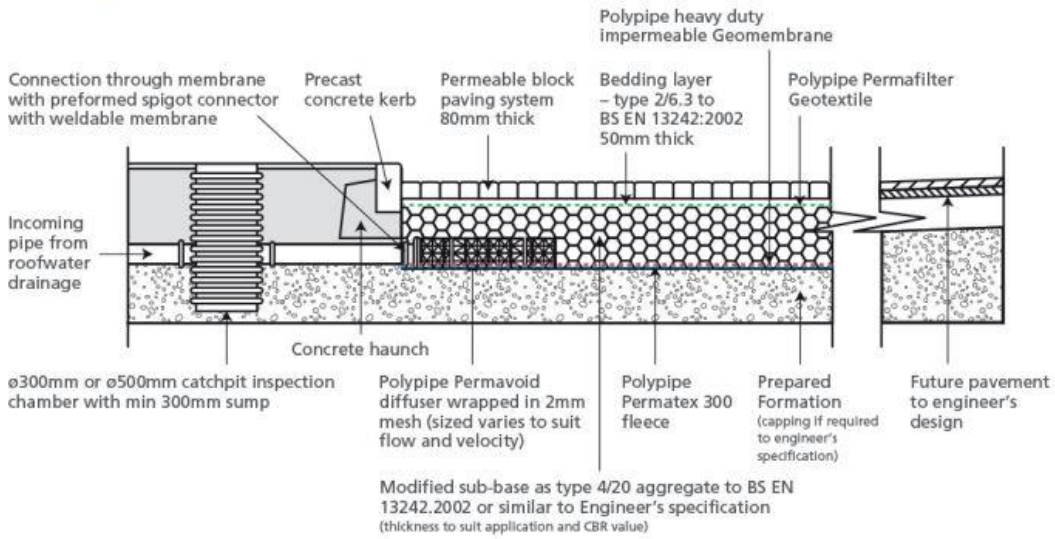

Fig. 7
5.16 It is proposed that surface water from the electric vehicle parking bays will discharge via permeable asphalt/paving with a restriction of 1l/s, via a Hydro-brake, prior to discharging into existing on-site surface water drain. The canopies over will pass through the parking sub-base. See Fig. 7 below for typical detail.